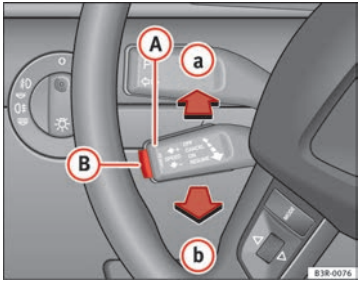

Fig. 152 Controls for the cruise control system
– Press the lever (A) ⇒ fig. 152 to position (a) (click stop not engaged).